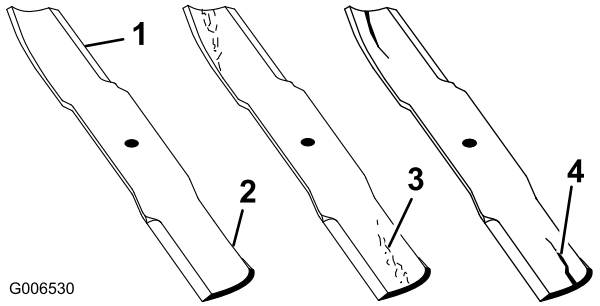

Figura 76
1. Inspeccione as extremidades de corte (Figura 76). Se as extremidades não estiverem afiadas ou estiverem amolgadas retire e afie as lâminas. Consulte Afiar as lâminas.
2. Inspeccione as lâminas, especialmente a área curva. Se verificar quaisquer fissuras, desgaste, ou a formação de ranhuras nesta área instale imediatamente uma lâmina nova (Figura 76).